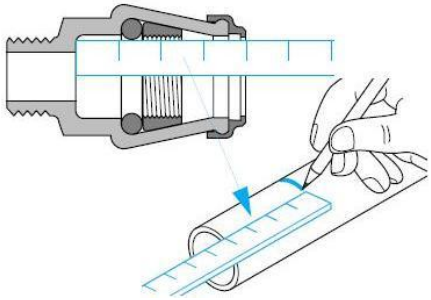

Bild 2
2. Einstecktiefe auf Rohr markieren (siehe Bild 2)